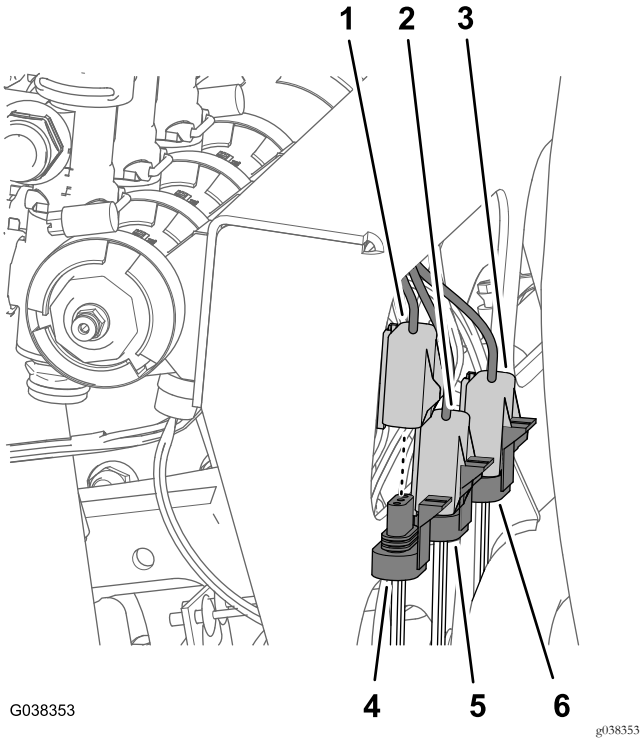

Figura 56
1. Ligue a cablagem da válvula de 3 pinos identificada VÁLVULA DE PULVERIZAÇÃO ESQUERDA no conector de 3 tomadas para a válvula de pulverização esquerda (Figura 56).
2. Ligue a cablagem da válvula de 3 pinos identificada VÁLVULA DE PULVERIZAÇÃO CENTRAL no conector de 3 tomadas para a válvula de pulverização central (Figura 56).
3. Ligue a cablagem da válvula de 3 pinos identificada VÁLVULA DE PULVERIZAÇÃO DIREITA no conector de 3 tomadas para a válvula de pulverização direita (Figura 56).